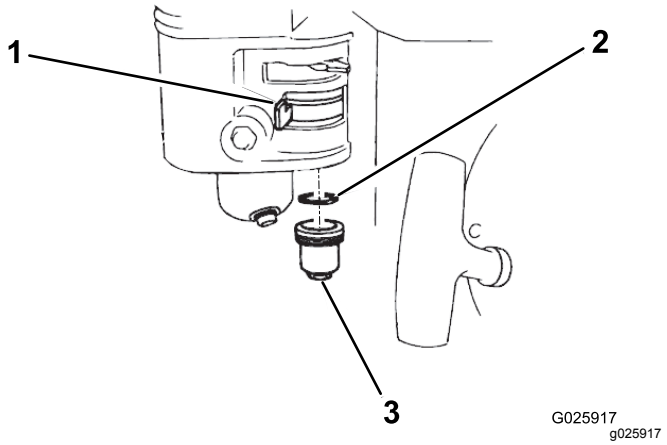

Rysunek 33
2. Ustaw zawór odcięcia paliwa w pozycji ZAMKNIĘTEJ (Rysunek 33).
3. Odkręć miskę osadową paliwa i pierścień o-ring (Rysunek 33).
6. Umieść pierścień uszczelniający typu O w zaworze odcięcia paliwa i zainstaluj miskę osadową (Rysunek 33). Dokładnie dokręć miskę.